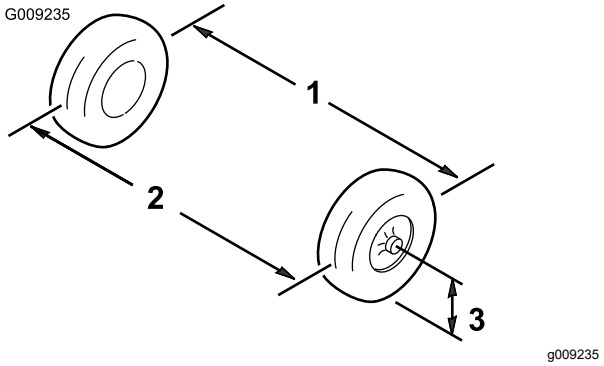

Figur 45
1. Mål avstanden mellom begge forhjulene ved akselhøyde, både foran og bak på forhjulene (Figur 45).